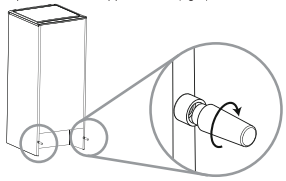

Fig.2
**2** Se presente, installare il distanziale murale in posizione centrale nella parte posteriore dell'apparecchio. (fig.2)